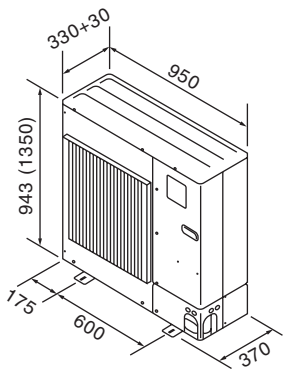

Fig. 2-2
2.3. Buitenafmetingen (Buitenapparaat) (Fig. 2-2)